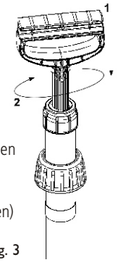

fig. 3
7. Blokkeer de handgreep van de zuiger in de pomp door hem in te drukken en 90º naar links te draaien – transportpositie – fig. 3.
In de handgreep en het ventiel van de spuitlans wordt de filter R40 toegepast, die voorkomt dat de spuitkoppen verstopt raken. Het reservoir is door het veiligheidsventiel R03d beveiligd tegen overdreven volpompen. De handgreep van de pomp kan (na blokkering) gebruikt worden om de druksput te verplaatsen – fig. 3. Alle spuitlansen van Marolex zijn onderling verwisselbaar (dezelfde schroefdraad in het doseerventiel). Bij de spuitlansen kunnen bijkomende verlengstukken van de firma Marolex met een lengte van 60 en 100 cm gebruikt worden. Bij de drukspuiten van Marolex passen kegelvormige spuitkoppen, spuitkoppen met stroomrichter, spuitkoppen met platte straal en instelling van de spuithoek. De constructie van alle lanstypes van Marolex laat ook toe om spuitkoppen van andere gerenommeerde producenten te gebruiken.